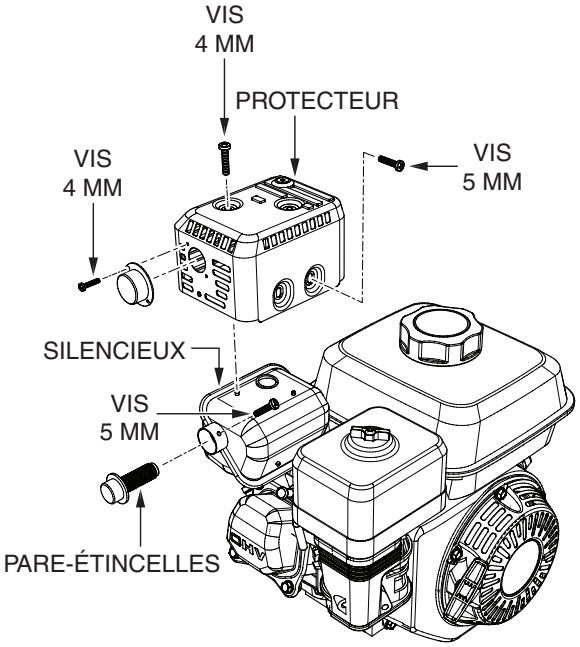

Figure 35. Pare-étincelles
1. Retirer la vis de 4 mm (3) du déflecteur d'échappement (Figure 35), puis retirer le déflecteur.